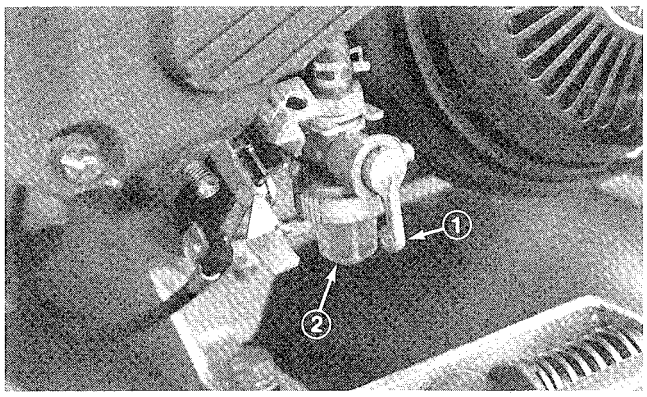

Figure 29
1. Close fuel shut off valve and unscrew bowl from filter body (Fig. 29).